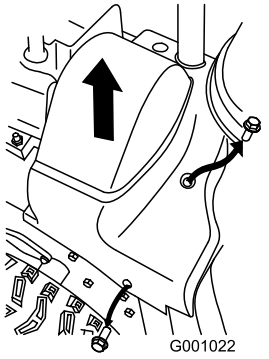

Figur 38
2. Lyft upp remkåpans högra sida (Figur 38).